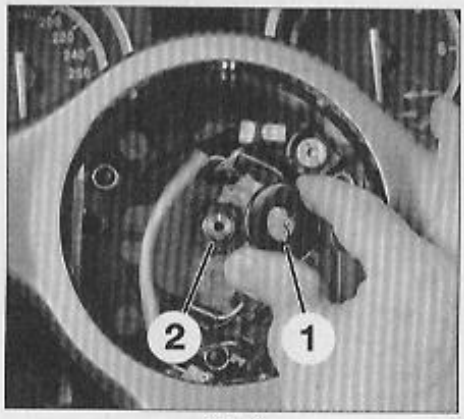

FIG. 1
- Déposer la protection de l'écrou (1) (**Fig.1**).
- Déposer l'écrou (24 mm) (2) du volant.